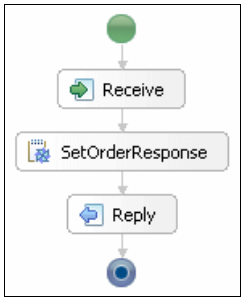

Figure A-48 Competed business process
n. The visual snippet is now completed. Click the **Snippet Activity** in the Business Process Editor and rename it to `SetOrderResponse` (Figure A-48).